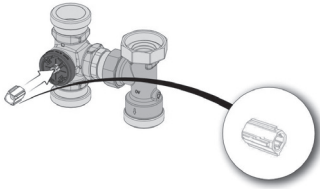

Fig. 18
4. Monter l'adaptateur (3) fourni avec le moteur sur le boisseau de la vanne (fig. 18).
5. Veiller à ce que la nervure longue de l'adaptateur soit orientée vers le bas (fig. 18).